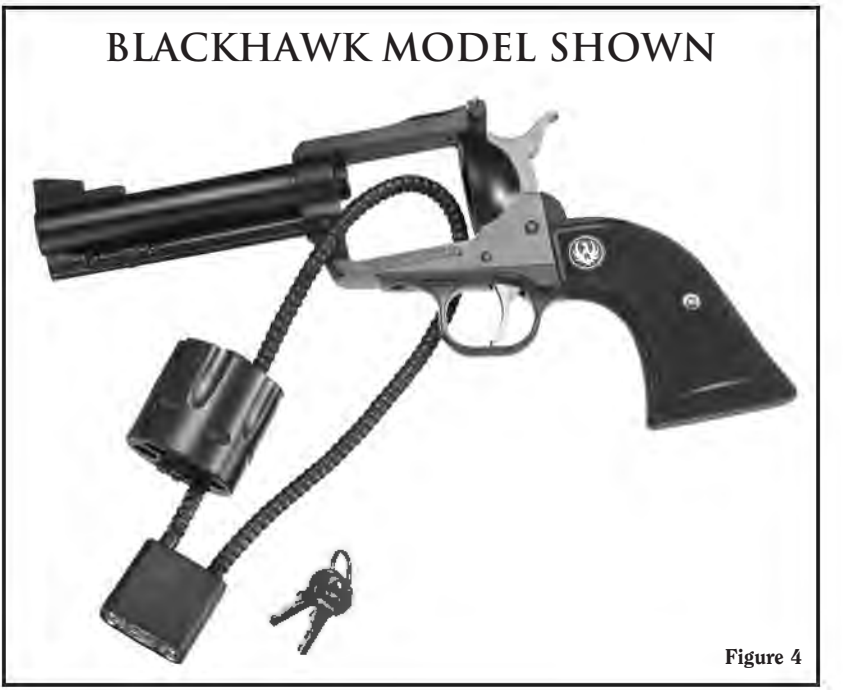

**Figure 4**
3. Loop the cable through the cylinder frame. Thread the cable through the cylinder as shown in Figure 4.